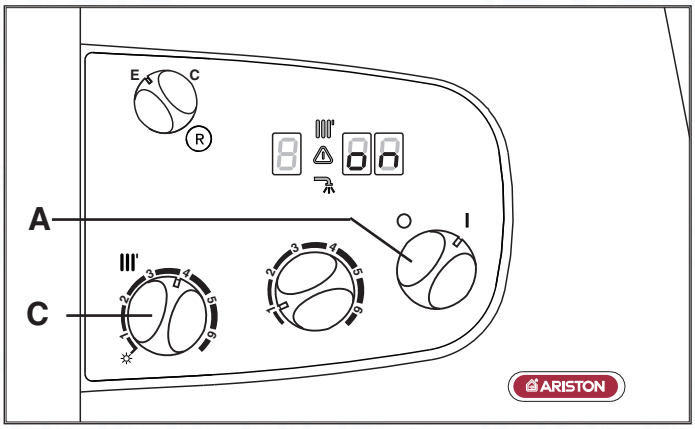

Fig. 2.27
- Supply power to the boiler by turning the On/Off knob **"A"** (see **Fig. 2.27**) - "on" will appear on the display. Turn the knob "C" to maximum and switch the time clock to constant and turn up the room stat where fitted.